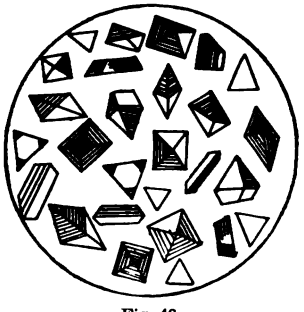

Fig. 48.
3. Look for any change in the color of the copper, any sublimate (state its color and why it should differ from the sublimed As in Exps. 73, 75). The forms of crystals, as seen under a microscope, determine whether the substance is arsenic. The crystals are As_4O_6 and are octahedrons, tetrahedrons, etc., Fig. 48.